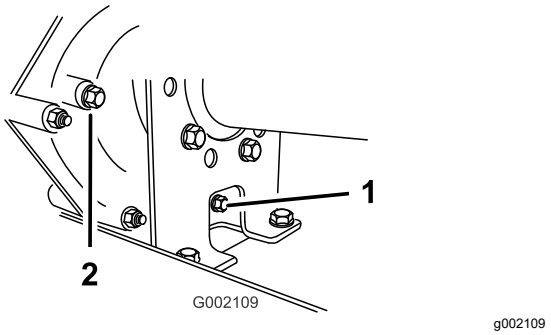
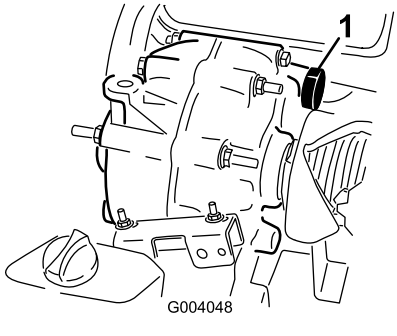

Figur 59
Figur 60
2. Tør området omkring påfyldnings- og aftapningsproppen ren med en klud (Figur 59).
4. Afmonter påfyldningsproppen ved at dreje den mod uret (Figur 59).
5. Afmonter aftapningsproppen ved at dreje den mod uret (Figur 59).
6. Monter og tilspænd aftapningsproppen og pakningen i aftapningsproppens åbning i transmissionen (Figur 59).
7. Fyld beholderen (Figur 60) gennem påfyldningsproppens åbning med cirka 1,4 liter af den angivne væske, eller påfyld, indtil væskestanden i transmissionen er på niveau med bunden af gevindene. (Figur 59).
8. Monter og tilspænd påfyldningsproppen og pakningen i påfyldningsproppens åbning på transmissionen (Figur 59).
10. Kontroller væskestanden, og fyld mere væske på, hvis niveauet er under gevindene i påfyldningsproppens åbning (Figur 59).